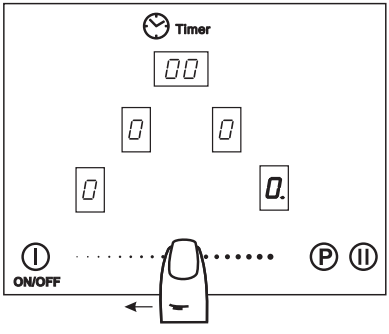
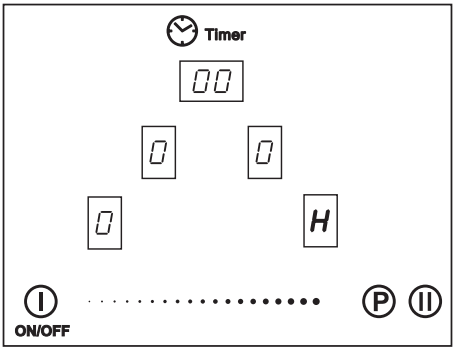

Рис.16
Рис.17
1. Работающую конфорку перевести касанием зоны ② в режим управления.
2. Перемещая палец по поверхности ④ (рис. 16), установить в окне индикации значение «**0**» - конфорка отключится. В окне ③ будет светиться буква «**Н**», указывающая, что конфорка еще горячая (рис. 17).
После выключения конфорки в окне индикации ③ (рис. 17) высвечивается буква «**Н**» (от англ. hot – «горячий»). Индикация «**Н**» гаснет, когда температура рабочей зоны становится безопасной.